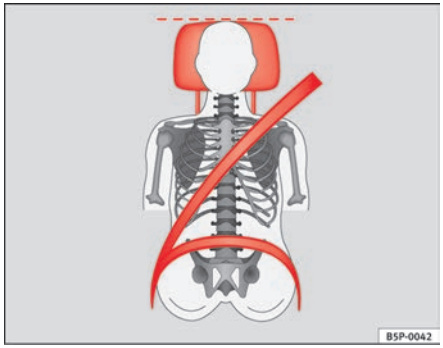
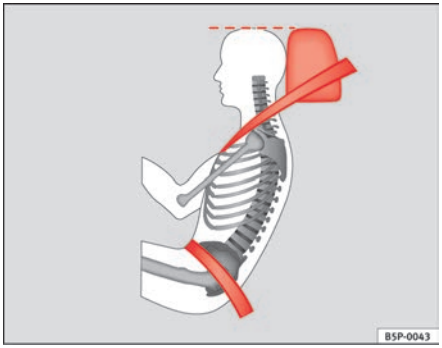

Fig. 92 Front view: head restraints and seat belts correctly adjusted
Fig. 93 Side view: head restraints and seat belts correctly adjusted
– Adjust the head restraint so that its upper edge is at the same level as the top of your head, or as close as possible to the same level as the top of your head and, as a very minimum at eye level ⇒ fig. 92 and ⇒ fig. 93.